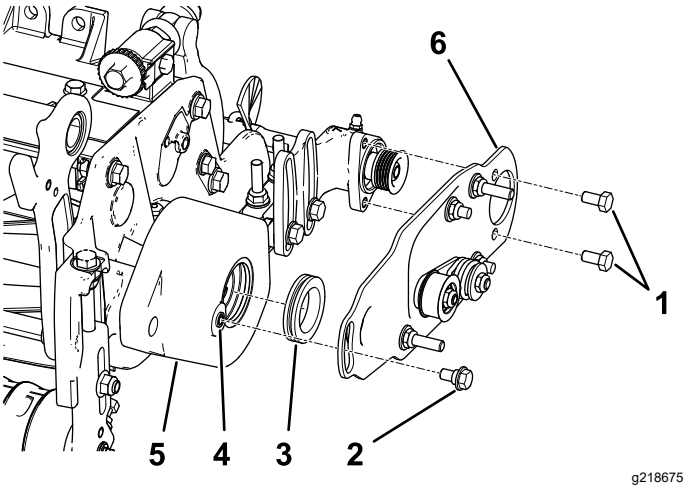

Figuur 12
2. Breng een laagje vet aan op de binnendiameter van de pakkingring in de rolborstelbehuizing (Figuur 12).
3. Monteer de draaiplaat van de linker- of rechter rolborstel (Figuur 12).
Opmerking: Zorg ervoor dat de spanpoelie onderaan gemonteerd is; zie Figuur 12.
4. Breng schroefdraadborgmiddel aan op de 2 bouten (5/16" x ½") en gebruik de bouten om de borstelplaat aan de lagerbehuizing van de rolborstel te bevestigen (Figuur 12).
5. Verwijder verf van de schroefdraad in de rolborstelbehuizing met een 5/16"–18 tap voordat u de borstbout erin schroeft (Figuur 12).
6. Breng schroefdraadborgmiddel aan op de borstbout (Figuur 12).
7. Bevestig de borstelplaat aan de behuizing van de rolborstel met de borstbout (Figuur 12).